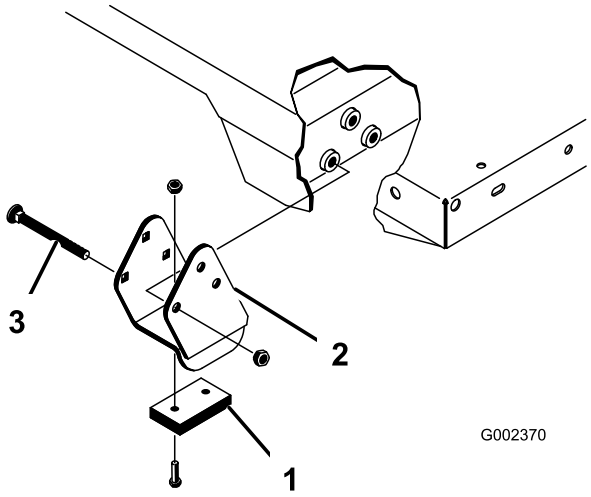

**Figur 34**
**Merk:** Påse at avstandsbrakettene og slitasjeblokkene (Figur 34) er montert med låsebolthodene plassert på innsiden av maskinen.
2. Sett planet forsiktig oppå maskinens ramme. Hullene i den bakre hengselplaten skal være på linje med hullene i den bakre rammekanalen. Monter to splittpinner og ringstifter (Figur 34).
4. Før inn splittpinnen fra utsiden av planet med ringstiften mot utsiden (Figur 34).